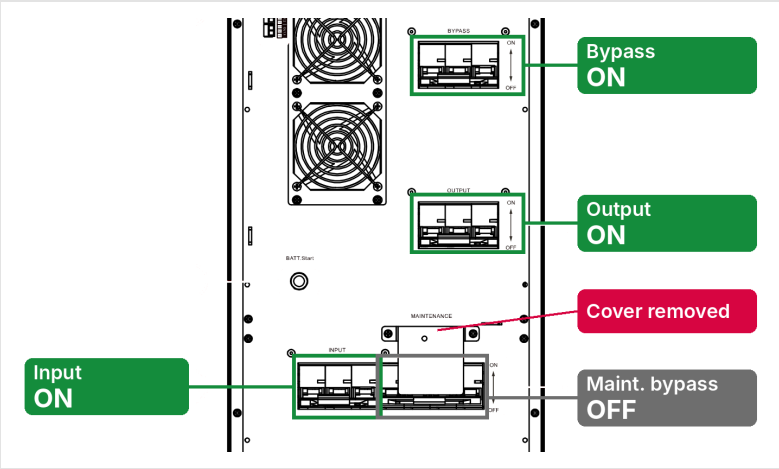

FIGURE 6-8 Return, step 3: MAINTENANCE OFF; then refit the cover
3. When the UPS is powered and the touchscreen shows the bypass output voltage, open the MAINTENANCE breaker (Figure 6-8).